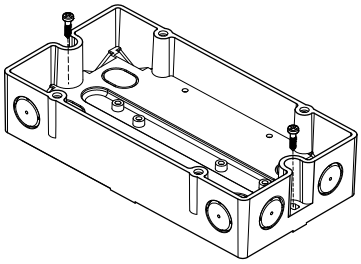

Fig. 3
3. Use two screws to fit the housing on a plane surface (Fig. 3).
3. Montieren Sie das Gehäuse mit zwei Schrauben auf eine plane Fläche (Fig. 3).